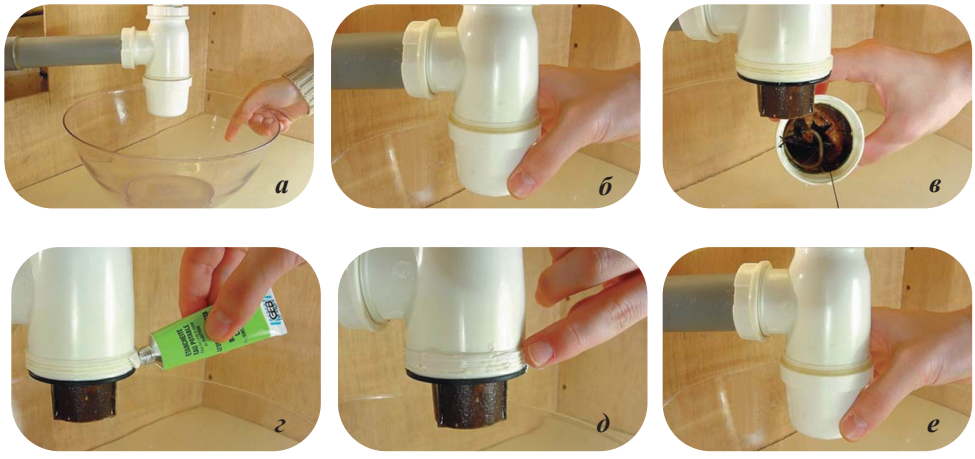

Рис. 7. *Технология механической чистки сифона*
1. Прежде чем начать разборку сифона, выключите воду. Заранее подготовьте небольшую емкость, которую следует подставить под сифон *(рис. 7, а)*.
2. Свинтите дно сифона и подождите, пока вода стечет полностью *(рис. 7, б)*.
3. Вычистите сифон от скопившегося в нем мусора *(рис. 7, в)*.
4. Для того, чтобы лучше герметизировать дно сифона, – нанесите на резьбовое соединение немного силиконового герметика *(рис. 7, г)*.
5. Аккуратно распределите герметик по всей резьбе соединения *(рис. 7, д)*.
6. Соберите сифон обратно, навинтив дно *(рис. 7, е)*.